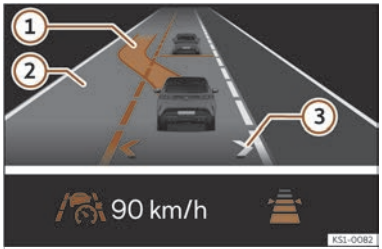

Fig. 129 On the instrument cluster display: lane change assist display (schematic representation).
This activates lane assist. The arrows of your own lane on the instrument cluster display are grey ››› **Fig. 129** ②
If the system detects no objects in the detection field of the sensor system and an assisted lane change to an adjacent lane is possible, the corresponding lane is shown in the instrument cluster display next to the driver's own lane. The arrow on the corresponding side of the lane is displayed in white ››› **Fig. 129** ②.